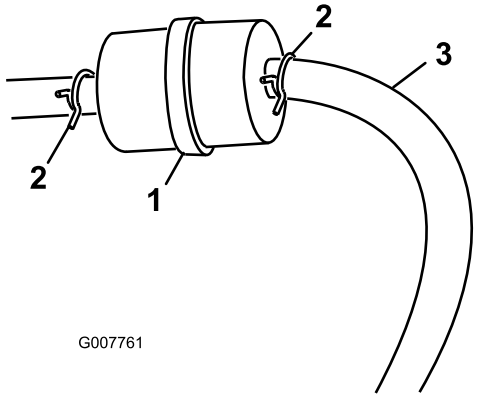

Figur 26
3. Kläm ihop ändarna på slangklämmorna och dra bort dem från filtret (Figur 26).
5. Montera ett nytt filter och för tillbaka slangklämmorna tätt intill filtret igen (Figur 26).
3. Lossa slangklämman vid bränslefiltret och skjut den uppåt längs bränsleslangen, bort från filtret (Figur 26).
4. Koppla loss bränsleslangen från bränslefiltret (Figur 26).
Obs: Låt bensinen rinna ned i en bränsledunk eller ett avtappningskärl (Figur 26).
5. Sätt bränsleslangen på bränslefiltret. Dra tillbaka slangklämman intill filtret för att säkra bränsleslangen (Figur 26).